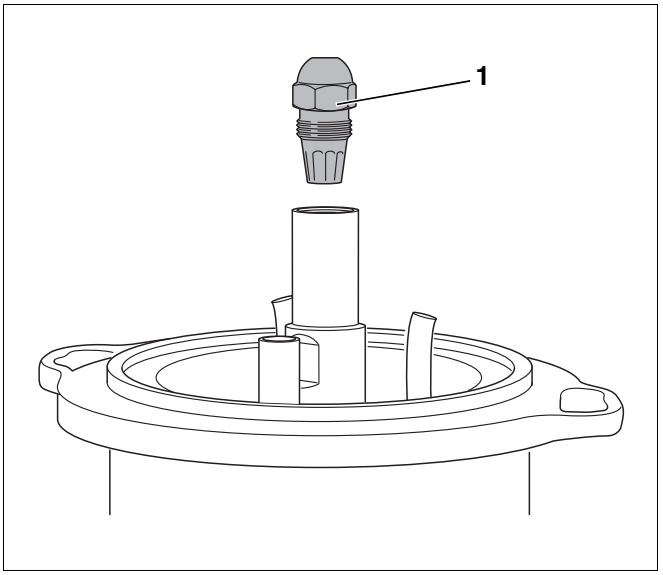

Bild 51 Düse abschrauben
- Düse (Bild 51, **Pos. 1**) mit zwei Schraubenschlüsseln SW 16 lösen.
- Düse abschrauben (Bild 51, Seite 62).